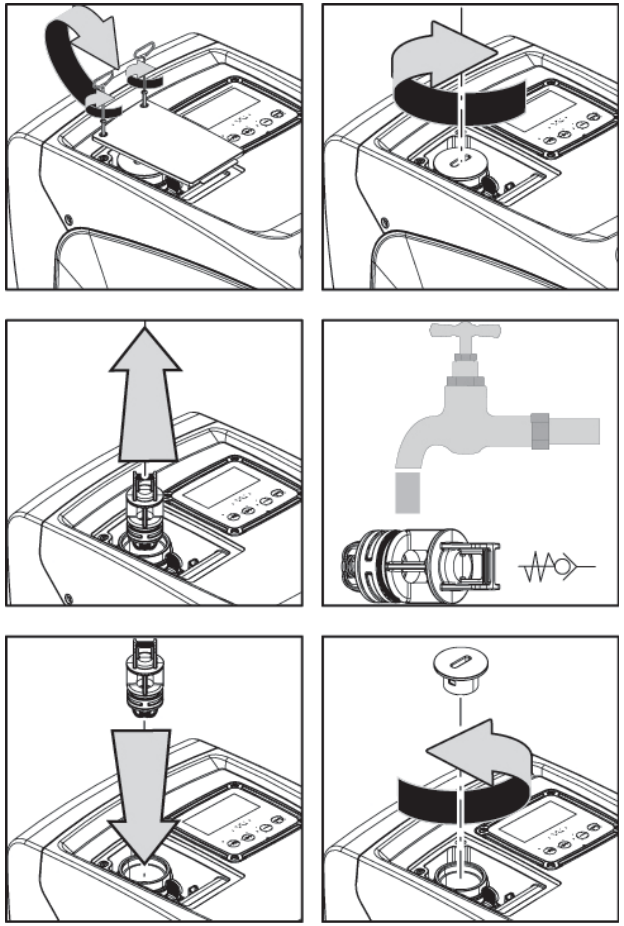

Rysunek 21
1. usunąć drzwiczki dostępu punktu wyjątkowej konserwacji (Rys.1 Strona F) poluzowując 2 śruby zamykania za pomocą odpowiedniego narzędzia. Zaleca się nie usuwać całkowicie śrub, tak aby wykorzystać je przy wyciąganu drzwiczek. Nie spowodować przypadkowego dostania się śrub do wnętrza systemu po usunięciu drzwiczek (Rys.21);
2. przy pomocy śrubokręta usunąć korek na 1”1/4 tak, aby uzyskać dostęp do zaworu zwrotnego (Rys.21);
3. przy pomocy szczypiec wyciągnąć, bez obracania, kartusz zaworu zwrotnego naciskając odpowiednio mostek ad hoc (Rys.21): czynność wymaga odpowiedniego użycia siły;
5. ponownie wprowadzić kartusz wraz z jego gniazdem: czynność wymaga odpowiedniej siły przy kompresji 2 uszczelek O-Ring (Rys.21);
6. Przykręcić korek 1”1/4, aż do odpowiedniego momentu: jeżeli kartusz nie zostanie popchnięty odpowiednio do gniazda ponowne przykręcenie korka przywróci go do odpowiedniej pozycji (Rys.21);
7. przywrócić do pierwotnego stanu drzwiczki i przykręcić 2 śruby (Rys.21).